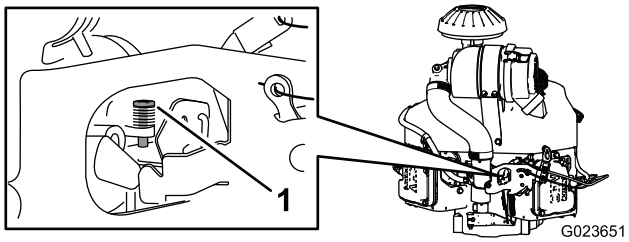

Figuur 68
4. Stel de aanslagschroef van de carburator (Figuur 68) zo in dat het stationaire toerental 1350 tot 1550 tpm bedraagt.